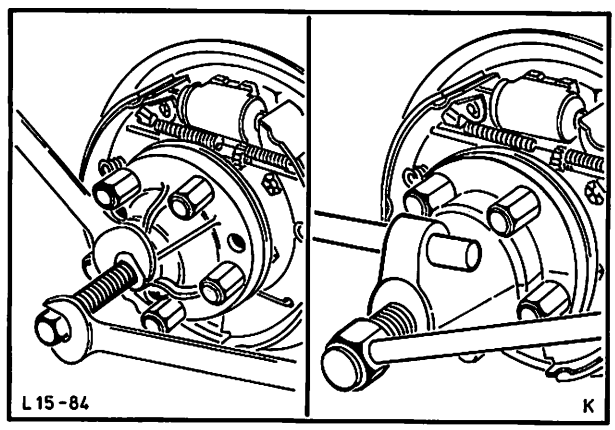

Abb. 143 Flansch – Antriebswellenstumpf mit Spezialwerkzeug 15-038 abziehen
3. Achsmutter abschrauben und Flansch – Antriebswellenstumpf mit Spezialwerkzeug 15-038 abziehen, Abb. 143.